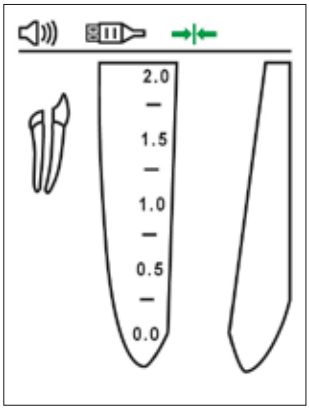

Abbildung 4
- Das Symbol „Verbindung“ sollte in der Statusleiste des Displays erscheinen und die richtige Verbindung anzeigen (Abb. 4).